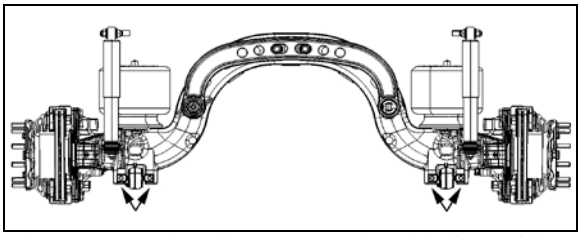

FIGURE 15: POINTS DE LEVAGE SOUS L'ESSIEU AUXILIAIRE 11023
4. Placer des appareils de levage sous les points de levage d'essieu auxiliaire pour soutenir le poids de l'essieu (Figure 15).